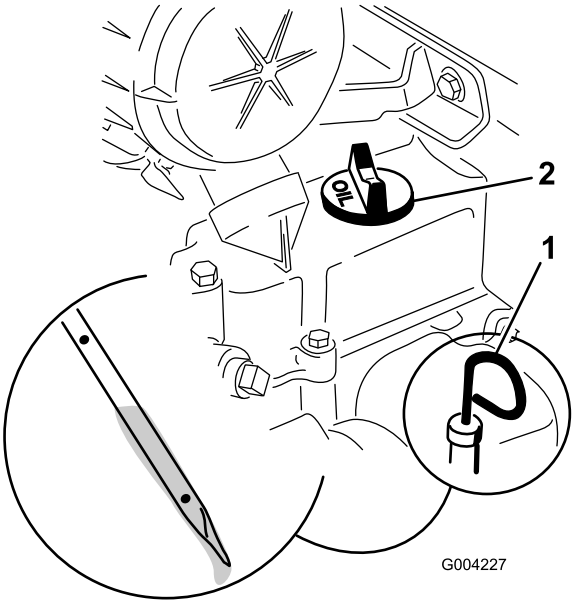

Figuur 16
4. Maak de omgeving van de oliepeilstok schoon (Figuur 16).
5. Trek de peilstok uit en veeg het metalen deel met een doek schoon (Figuur 16).
6. Schuif de peilstok helemaal in de buis (Figuur 16).
8. Als het oliepeil te laag is (lager dan de onderste opening staat), reinigt u de omgeving van de vulbuis en verwijdert u de dop (Figuur 16).